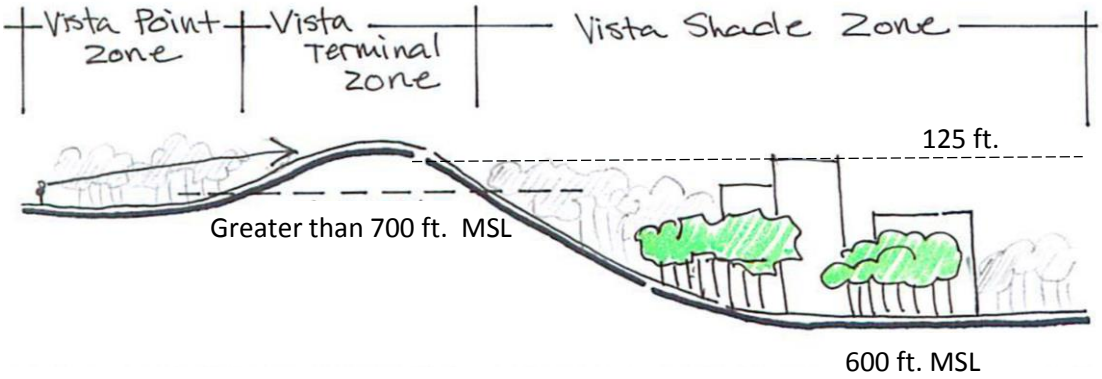

Figure 106: Height LImit Section Drawing
a. **Greater Building Height:** The view section diagram above (Figure 106) establishes a view angle that would define a height limit for structures in this area.